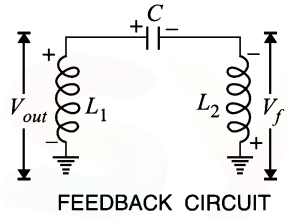

Fig. 14.14
Circuit operation. When the circuit is turned on, the capacitor is charged. When this capacitor is fully charged, it discharges through coils L_1 and L_2 setting up oscillations of frequency determined by *exp. (*i*). The output voltage of the amplifier appears across L_1 and feedback voltage across L_2. The voltage across L_2 is 180° out of phase with the voltage developed across L_1 (V_{out}) as shown in Fig. 14.14. It is easy to see that voltage fedback (*i.e.*, voltage across L_2) to the transistor provides positive feedback. A phase shift of 180° is produced by the transistor and a further phase shift of 180° is produced by $L_1 - L_2$ voltage divider. In this way, feedback is properly phased to produce continuous undamped oscillations.
* Referring to Fig. 14.14, it is clear that L_1 and L_2 are in series. Therefore, total inductance L_T is given by : $L_T = L_1 + L_2 + 2M$
** Referring to Fig. 14.14, the circulating current for the two inductors is the same. Further, inductive reactance is directly proportional to inductance.